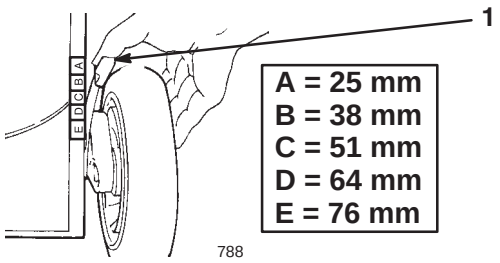

Figur 13
4. Kläm klipphöjdsspaken mot hjulet och för den till motsvarande bokstav på gräsklipparkåpan (figur 13).